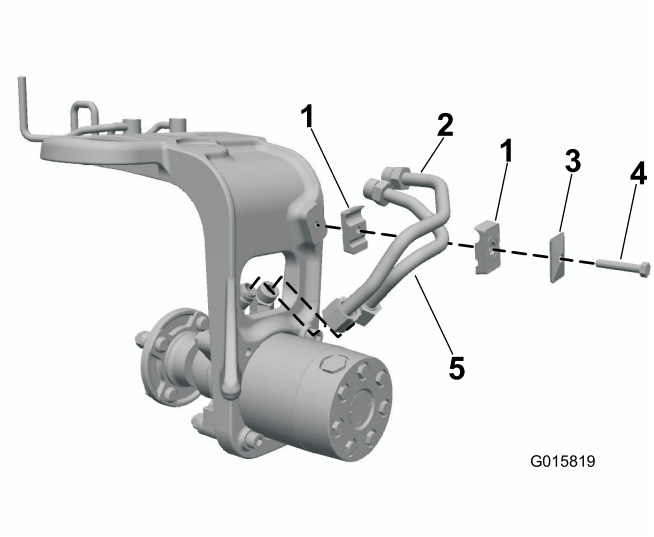

Figura 6
1. Montate senza serrare i condotti idraulici d'acciaio sui raccordi del motore ruota (Figura 6).
2. Montate il morsetto del tubo sulla forcella della ruota orientabile. Registrate correttamente gli accoppiamenti del gruppo con i raccordi idraulici e i morsetti dei tubi (Figura 6).
3. Fissate i morsetti dei tubi con una piastra di copertura e un bullone (5/16" x 1¾") come mostrato in Figura 6.